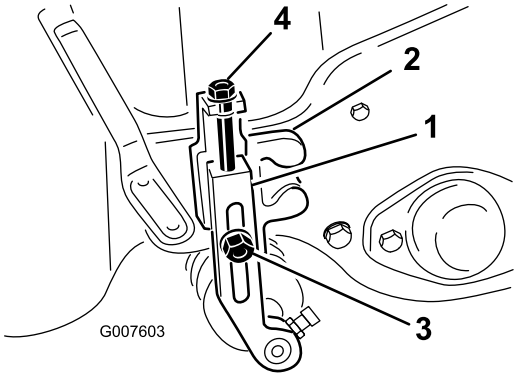

Figur 47
2. Løsn låsemøtrikkerne, som fastholder klippehøjdearmene på klippehøjdebeslagene (Figur 47).